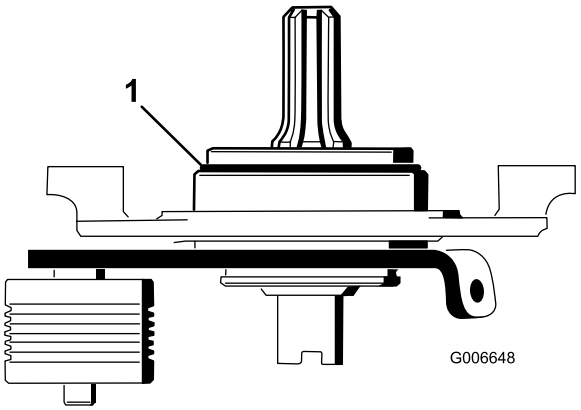

Figura 23
22. Utilizando uma torneira de 3/8-16, retire a tinta dos orifícios de montagem externa em ambas as placas laterais, a esquerda e a direita (Figura 23).
Importante: Certifique-se de que o anel de retenção está devidamente posicionado no encaixe de eixo (Figura 23).